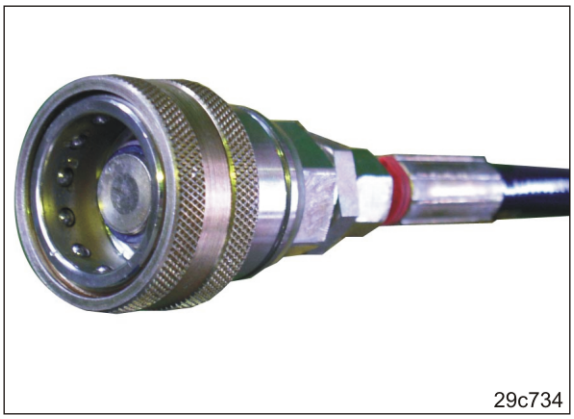

Fig. 62
2. Rengør om nødvendigt hydraulikstikket (Fig. 62) og hydraulikstikdåsen.